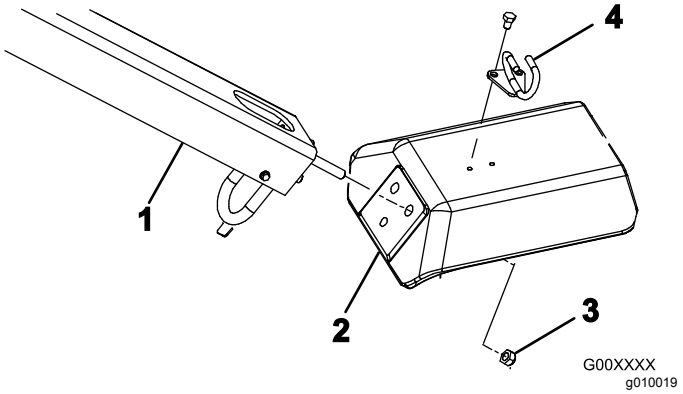

Figur 4
2. Før inn håndtakets monteringsbolter i hullene i gaffelen (Figur 4).
3. Monter håndtaksboltene til gaffelen (Figur 4) med tre låsemuttere (½ tomme)
5. Fest kabelføreren øverst på gaffelen (Figur 4) med to bolter (5/16 x ½ tomme).